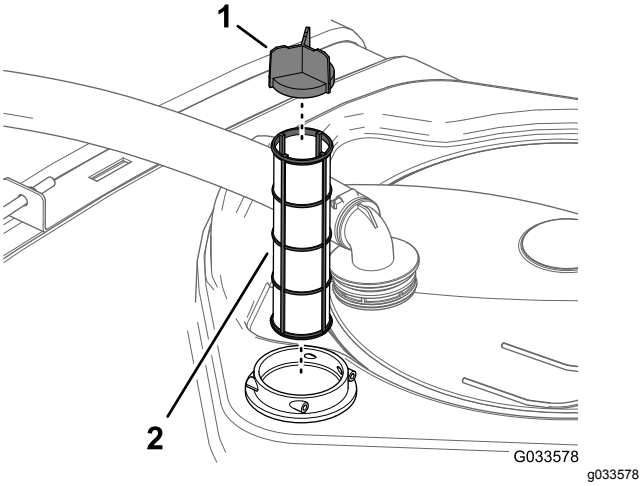

Figur 14
4. Dra ut sugfiltret ur filterkåpan i tanken (Figur 14).